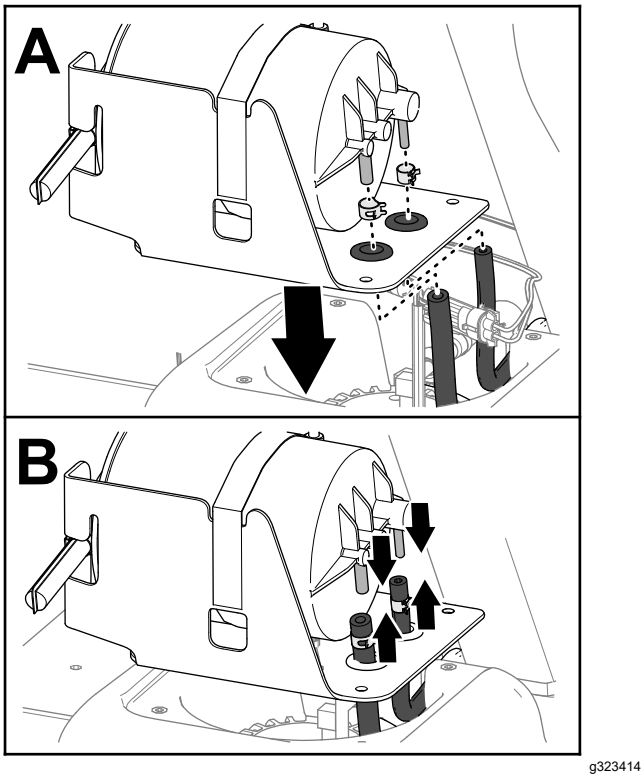

**Figur 90**
1. Rikta in bränsletanksslangarna genom hylsorna på kolkanisterns fäste (Figur 90).
2. Montera slangklämmorna över slangarna (Figur 90).
3. Montera slangarna på kolkanisterns kopplingar (Figur 90).